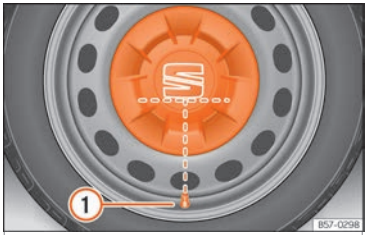

Fig. 33 Correct positioning of the central wheel trim for steel rims.
- Fit the central wheel trim onto the rim. The bottom of the "S" of the SEAT badge should align with the inflation valve ››› Fig. 33 ①.